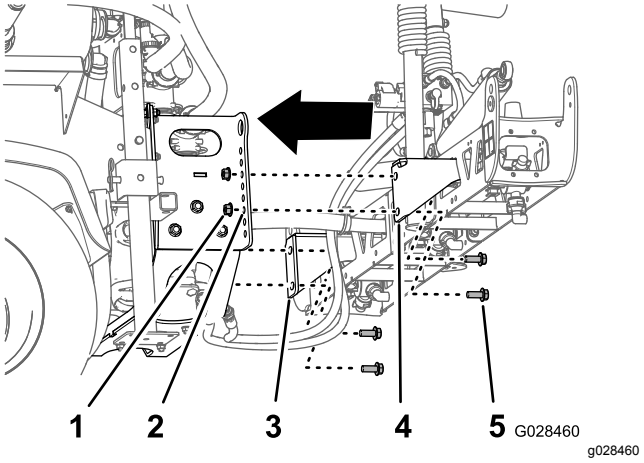

Figuur 39
2. Lijn het onderste gat in de montagebeugels van de middelste spuitboom uit met het op twee na onderste gat in de spuitboomdragers van het tankframe van de spuitmachine; zie Figuur 39.